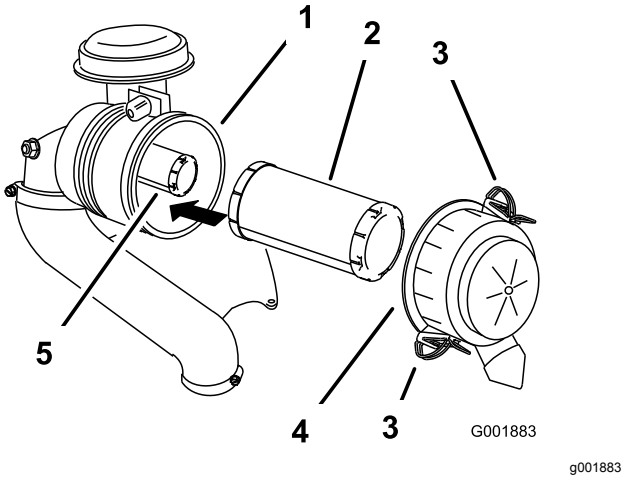

Figuur 30
3. Maak de sluitingen op het luchtfilter los en trek het luchtfilterdeksel van de luchtfilterbehuizing (Figuur 30).
5. Schuif het filter voorzichtig uit de luchtfilterbehuizing (Figuur 30).
2. Als u het veiligheidsfilter vervangt, schuif het dan voorzichtig in de filterbehuizing (Figuur 30).
3. Schuif het voorfilter op het veiligheidsfilter (Figuur 30).
4. Monteer het luchtfilterdeksel met de kant met het opschrift **up** naar boven gericht en maak de sluitingen vast (Figuur 30).